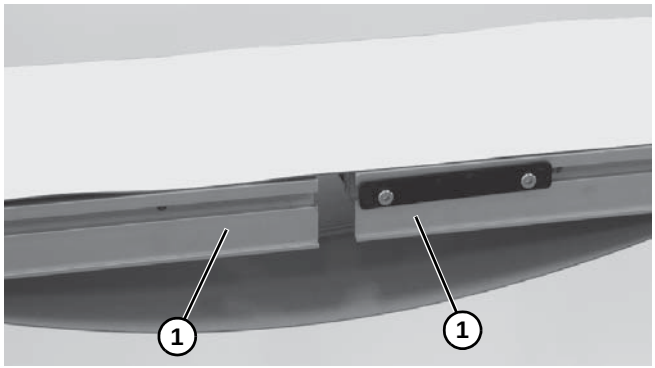

Figure 6
3. Roll out conveyor belt and place conveyor frame sections **(Figure 6, item 1)** into belt loop.